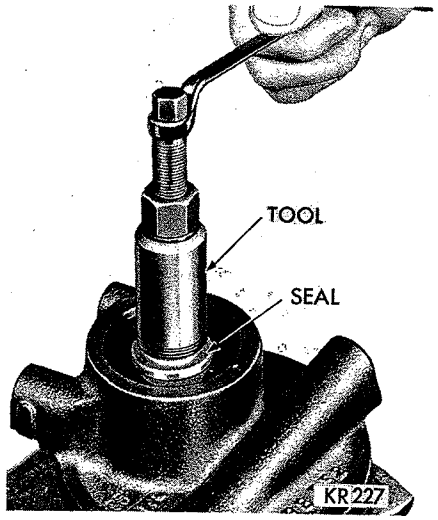

*Fig. 6—Removing Pump Shaft Oil Seal*
(5) Thread Tool C-3683 (1.2 pump) or C-3642 (.96 pump into metal portion of seal and turn puller center screw while holding tool body. Be careful not to damage pump shaft (Fig. 6).